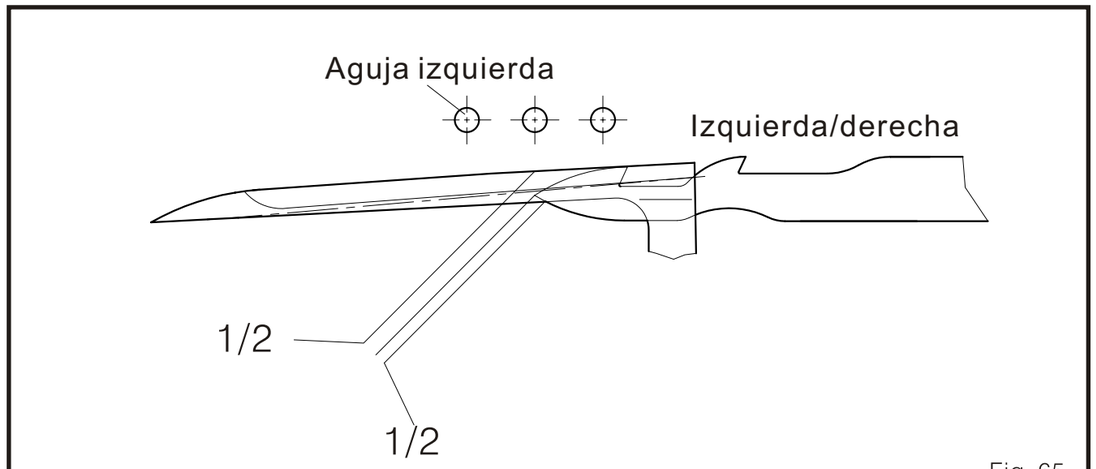

Fig. 65
(1) Cuando la aguja este en el punto mas alto, y el bucleador este en el punto las izquierdo, la posicion frontal/posterior de la cuchilla inferior es aproximadamente ½ del grosor del bucleador. (Fig. 65)